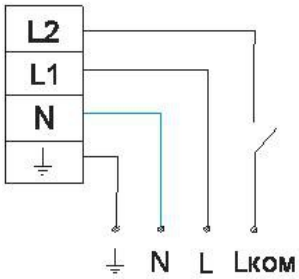

Рис.2
3.3 Если предполагается включать и выключать СИД модули в светильнике в рабочем режиме, то удалите перемычку L1-L2, и присоедините фазовый провод коммутируемой сети к клемме L2 (см. рис. 2).